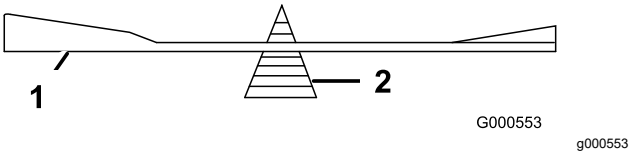

Figura 89
2. Verifique el equilibrio de la cuchilla colocándola sobre un equilibrador de cuchillas (Figura 89).